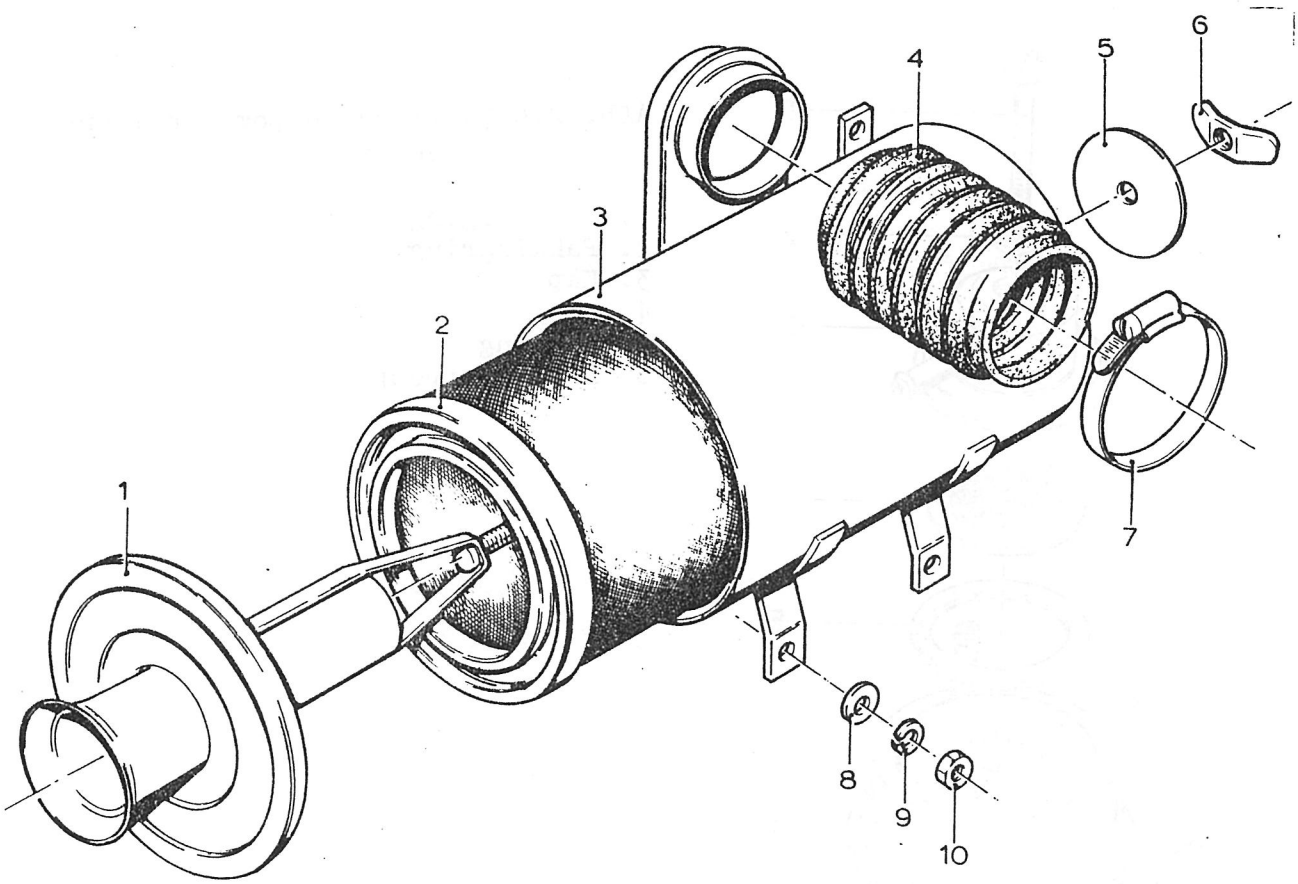

Afb. 2.6.8. Luchtfilter (uiteengenomen)
a. Verwijderen van het komplete luchtfilter (afb. 2.6.8.)
(1) Open de motorkap.
(2) Verwijder het reservewiel.
(3) Neem de verbindingsslang tussen het luchtfilter en de carburator af van het luchtfilter.
(4) Draai de drie moeren (10) los en verwijder de veerringen (9) en sluitringen (8).
(5) Verwijder het luchtfilter uit de motorruimte.
b. Aanbrengen van het komplete luchtfilter (afb. 2.6.8)
(1) Plaats het luchtfilter over de tapeinden tegen de wielkuip en zet vast met de sluitringen (8), veerringen (9) en moeren (10). Trek de moeren aan met een moment van 0,6 - 0,7 mkg.
(2) Bevestig de verbindingsslang (4) tussen het luchtfilter en de carburator aan het luchtfilter.
(3) Breng het reservewiel aan.
(4) Sluit de motorkap.
c. Vervangen van het luchtfilterelement (afb. 2.6.8)
(3) Draai de vleugelmoer (6) los en verwijder de ring (5).